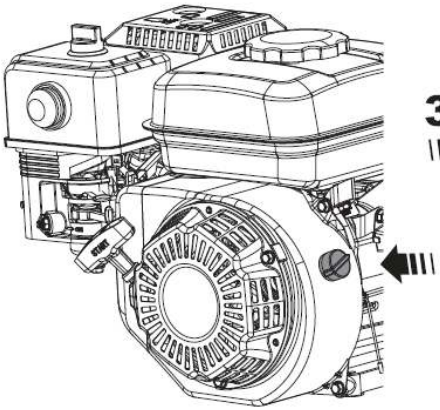

Рис. 9
5. Выключатель зажигания на двигателе (рис.9) установите в положение «ON» (включено).